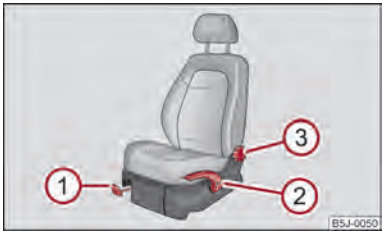

Fig. 37 Comandi nel sedile
– Tirare verso l'alto la leva ① ⇒ fig. 37 e spingere contemporaneamente il sedile nella posizione desiderata.
– Rilasciare la leva ① e spingere il sedile fino ad innestare il fermo in modo percettibile.